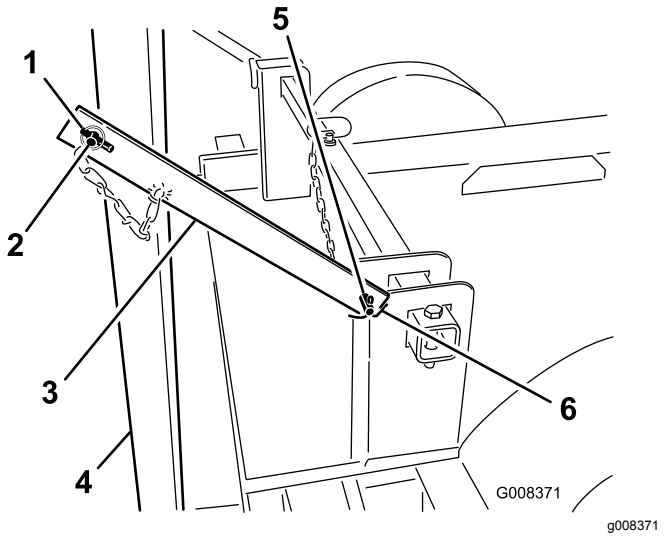

Figure 10
4. Install a ramp strap to each side of the trailer as shown in Figure 10. Install a cotter pin and bend back the ends to secure the straps to the trailer.
5. Raise the ramp and use the straps and lynch pins to secure it in the transport position (Figure 10).